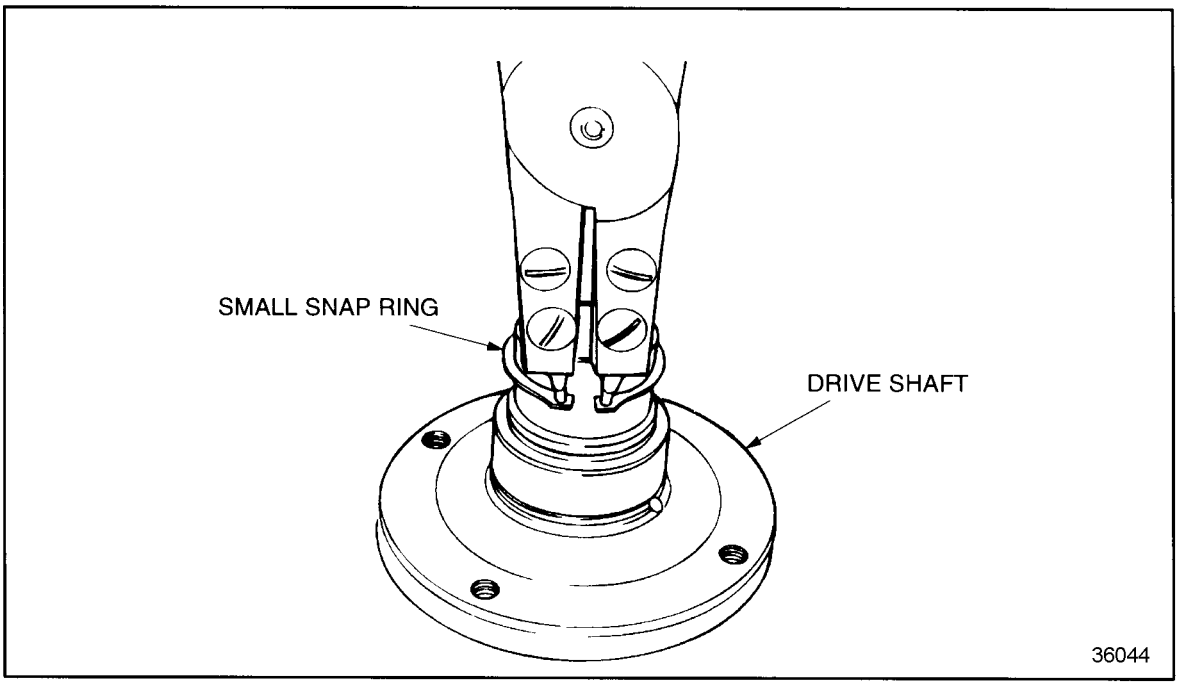

Figure 10-22 Ball Bearing Snap Ring Removal
15. Using the snap ring pliers, turn the drive assembly over, and remove the large snap ring retaining the roller bearing in the air compressor drive housing. See Figure 10-22.